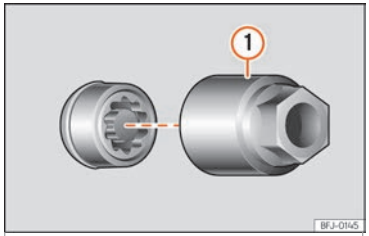

Fig. 34 Parafuso antirroubo com capa de proteção e adaptador.
• Encaixe o adaptador especial **›››** Fig. 34 (1) (ferramenta de bordo **›››** Página 44) no parafuso antirroubo da roda até ao limite.